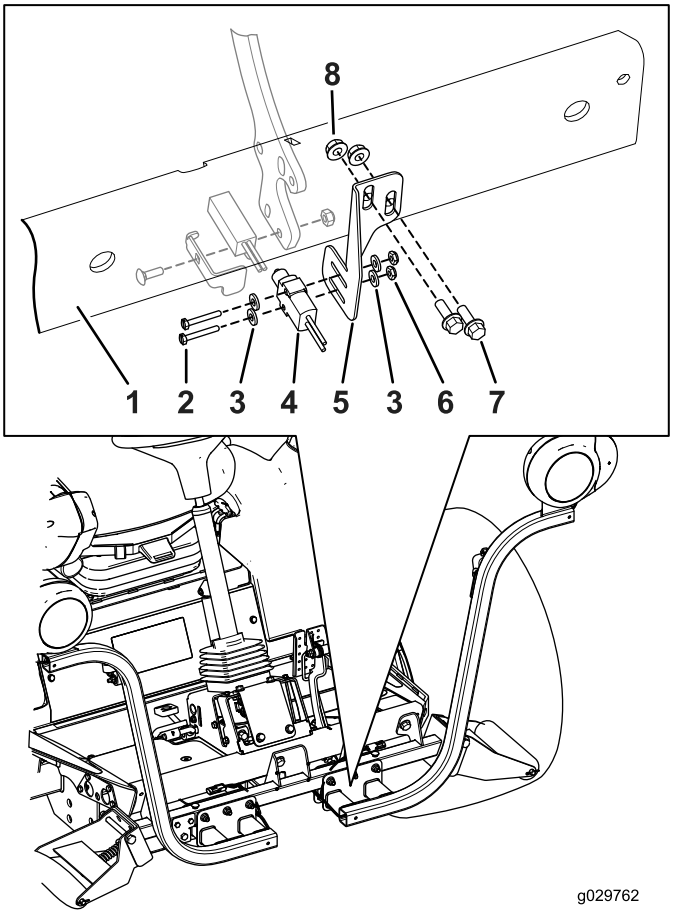

Figura 17
Nota: Será necesario mover el soporte del sensor del freno hacia arriba o hacia abajo para alinear el sensor de freno con el soporte del sensor del freno (Figura 17).
4. Sujete provisionalmente el sensor del freno al soporte del sensor del freno con 2 tornillos con cabeza ranurada (Nº 6 x 1"), 2 arandelas, y 2 tuercas con arandela prensada (Figura 17).